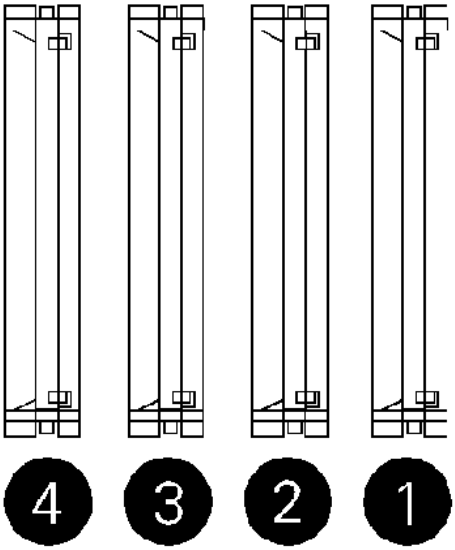

Figure 3-23 Identifying the Four SIMM Slots
1. Through the open door, you can see the four SIMM board slots (see previous Figure 3-23). For easiest installation, fill the slots from right to left, starting with slot 1 (see the diagram on the SIMM slots door).